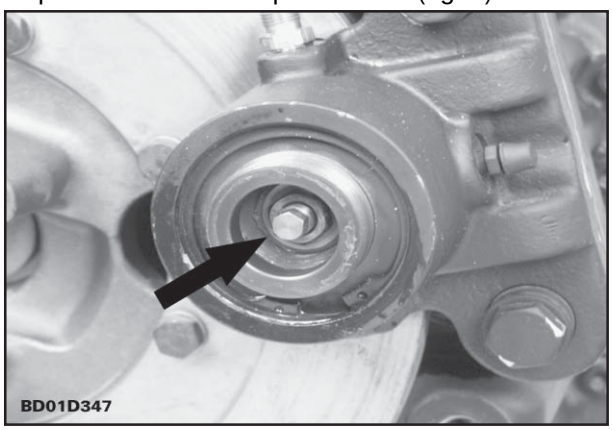

Fig. 6
9. Gire o pino central no sentido anti-horário até que as pastilhas de freio fiquem soltas (fig. 6).